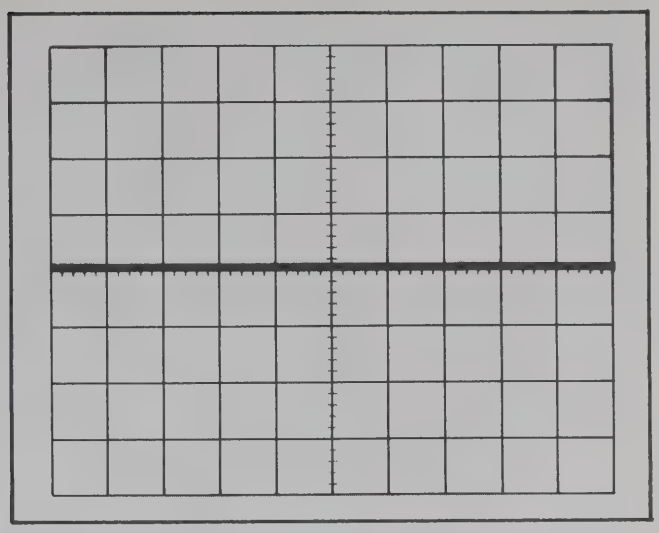

Fig. 6-27. Typical CRT display showing correct common-mode rejection.
d. CHECK—CRT display 0.1 division or less (common-mode rejection ratio of 100:1 or greater; see Fig. 6-27).